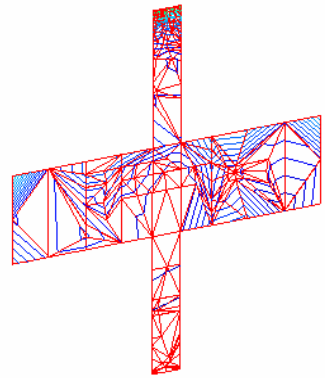

Figure 51. Visualizing the results within the cut
4. Starting from the **View Results** window, select **Contour Lines** from the **View** menu, and select **Von Misses** from the **Results** available in the list. Click **Apply**, thus visualizing the results within the cut (Figure 51).